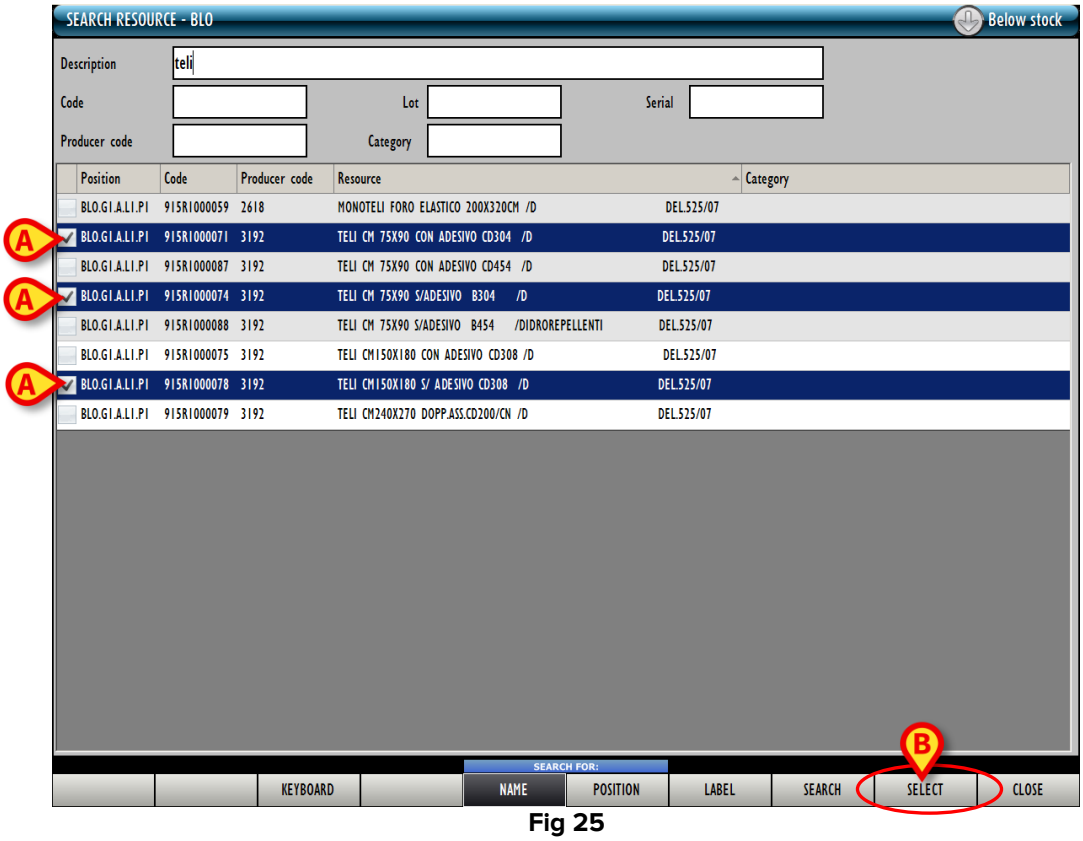

Fig 25
The corresponding row/s is/are highlighted (Fig 25 **A**).
- Click the **Select** button on the command bar (Fig 25 **B**).